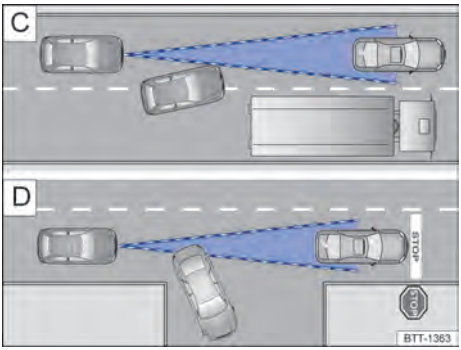

Fig. 101 C Mudança de faixa. D Veículo virando ou parado.
Por exemplo, se um veículo detectado pelo ACC virar ou mudar de faixa, e se houver um veículo parado à frente deste veículo, o ACC não reagirá ao veículo parado → Fig. 101 D.
– Veículos que mudam para a faixa onde você se encontra com pouca distância do veículo → Fig. 101 C.